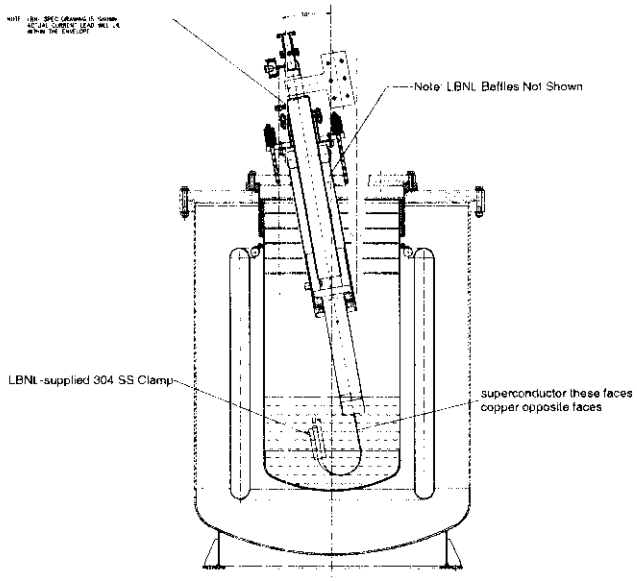
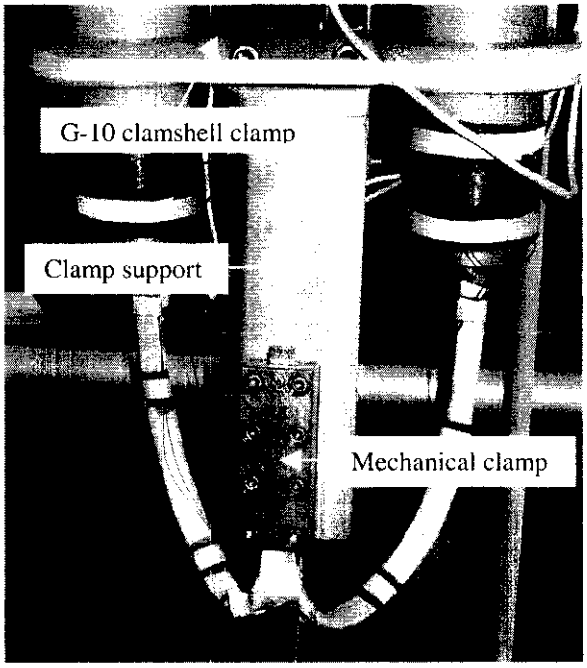

Figure 4.3a Side View of Lead in Cryostat with the LTS cables connected.
Figure 4.3b Electrical integration of the LTS sections.
4.3 Make connection to LTS pigtails. The joint is a mechanical connection with a stainless steel clamp (supplied by LBNL) and indium foil between the cables to ensure good electrical contact. Figure 4.3a shows a rendition of the installed power leads. Figure 4.3b shows the G-10 clamshell clamp, the clamp support, and the mechanical clamp.